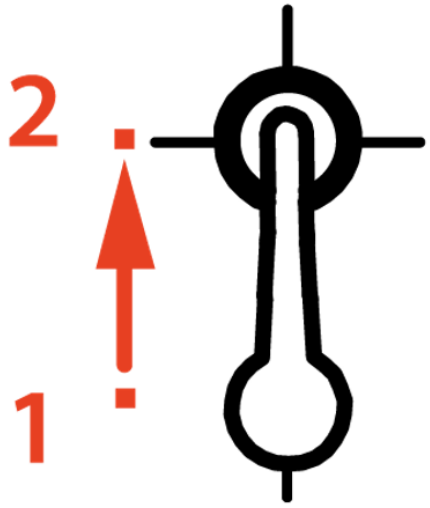

Рис.2
5. Светильник, без рассеивателя, установить в подготовленные в потолке метизы через пазы светильника, завести до упора шляпки метизов так, что бы они оказалась в формованной части крышки светильника (от точки 1 к точке 2 см. Рисунок 2). Прикрутить все 4 метиза до упора.